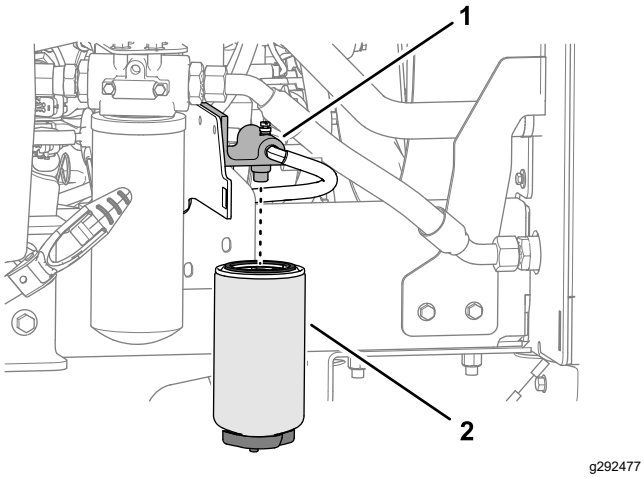

Figuur 58
1. Plaats een schone opvangbak onder de brandstoffilterbus (Figuur 58).
3. Reinig de omgeving rond het brandstoffilter en de filterkop (Figuur 58).
4. Verwijder de filterbus en reinig de filterkop (Figuur 58).